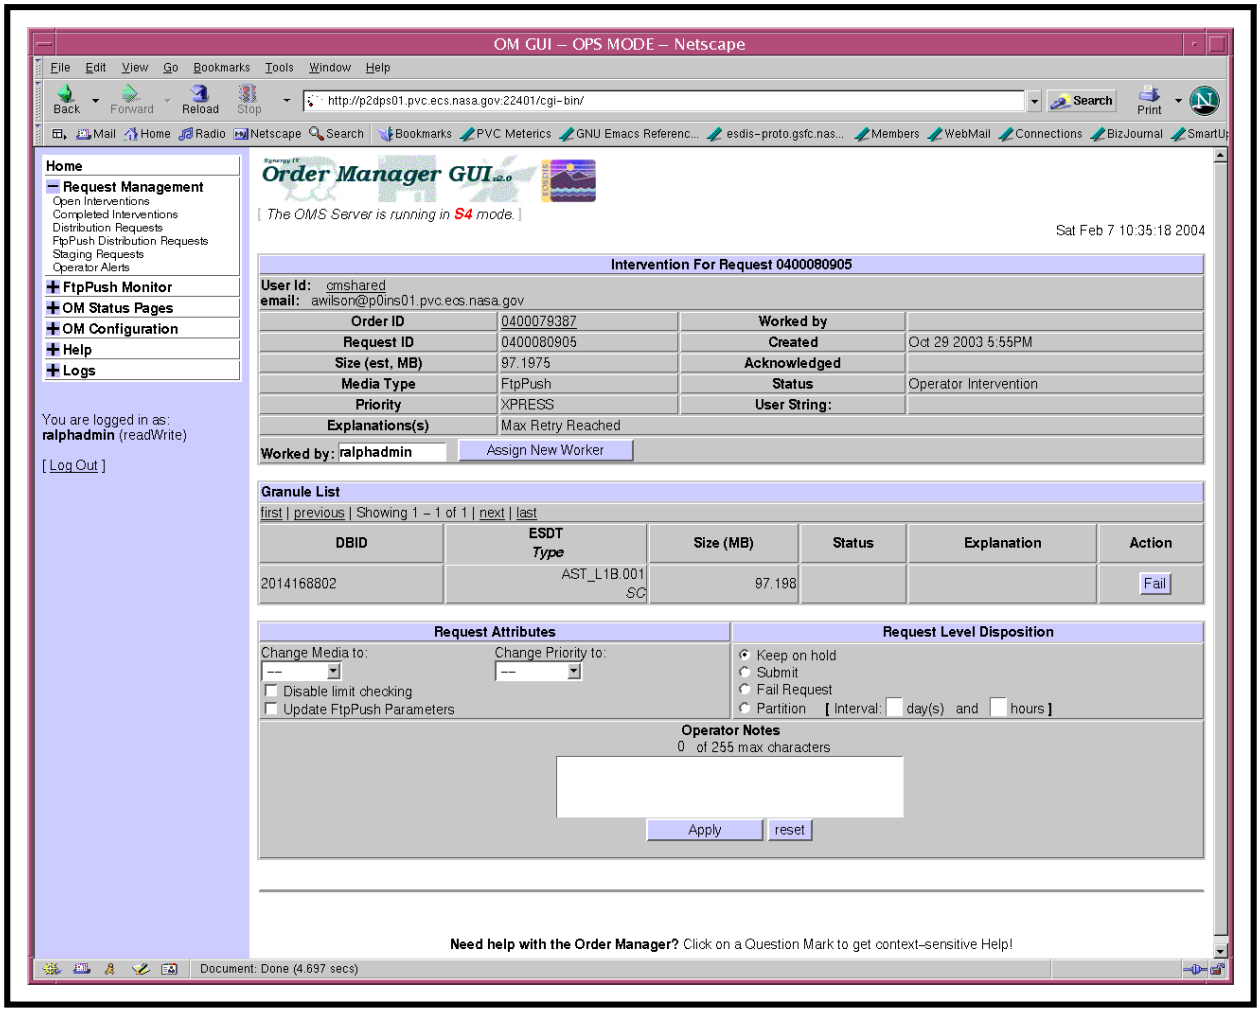

Figure 26. Open Intervention Detail (Intervention for Request X) Page
- For example, clicking on Request ID **0400080905** brings up an **Open Intervention Detail** page (i.e., **Intervention for Request 0400080905**) (Figure 26).
5 Observe information displayed on the **Open Intervention Detail** page (Figure 26).
- The following items are displayed on the **Open Intervention Detail** page (Figure 26).
- The **Open Intervention Detail** page (Figure 26) is dismissed.
The **Open Intervention Detail** page (Figure 26) provides the full-capability operator with a means of performing the following kinds of interventions (limited-capability operators are not allowed to work on open interventions):